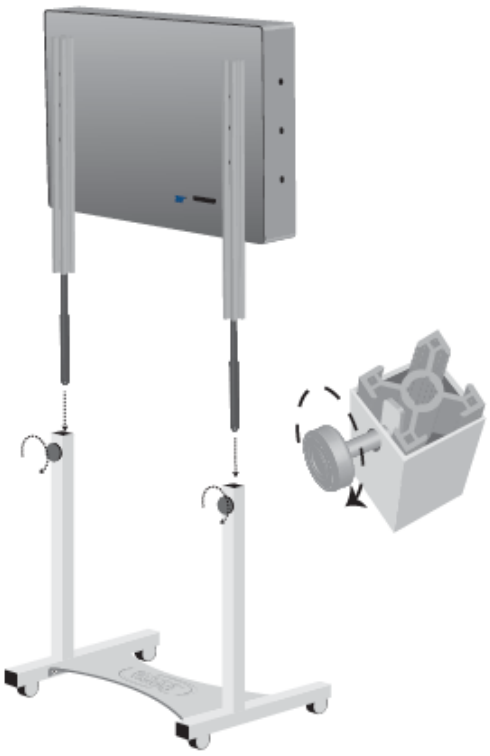

Figure 4
-Unscrew the tightening wheel on both legs and gently lower the telescopic legs through the L shaped legs. The tightening bolt must be placed through the telescopic legs rail as shown on figure 4.